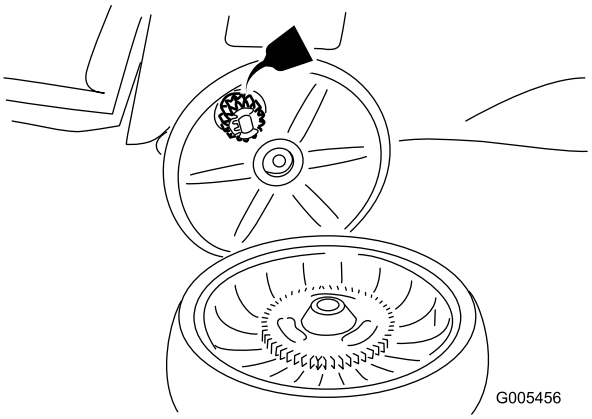

Bild 31
2. Tragen Sie Schmieröl auf die Innen- und Aussenseiten des Getriebes auf, wie in Bild 31 gezeigt.